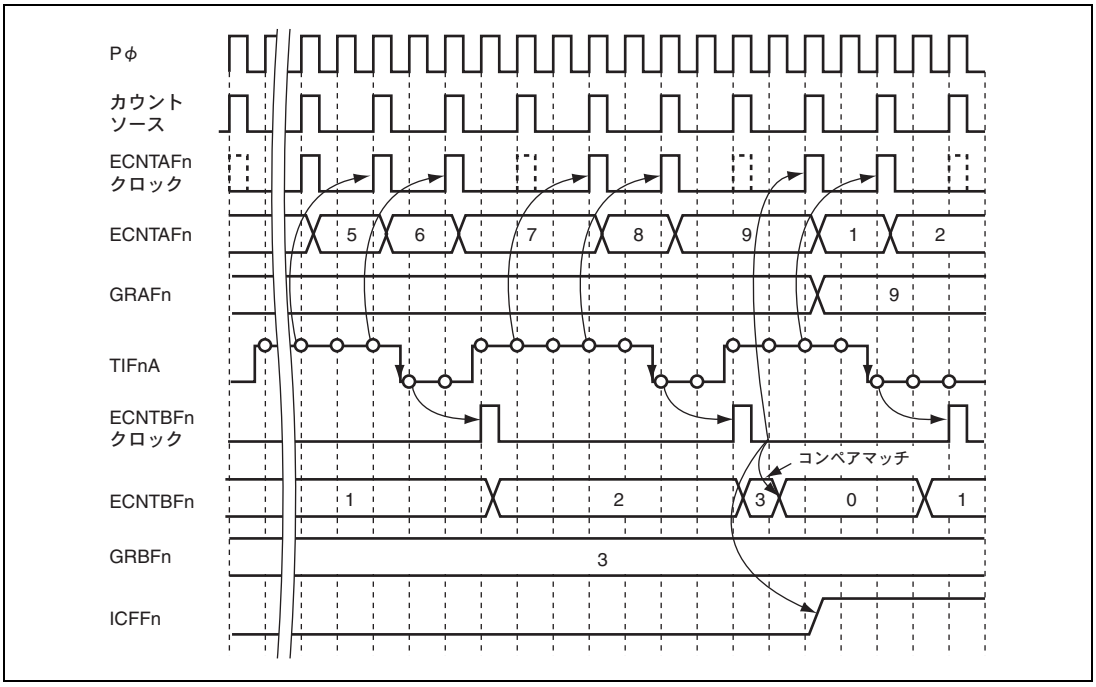

図 12.41　入力ハイレベル期間計測の動作例（キャプチャ動作時に TIFnA がハイレベル）
- ECNTAFn：クロックバス0～5のいずれかをカウントソースとし、TIFnAをイネーブルとしてカウントアップを行います。すなわち、TIFnAにハイレベルが与えられている時間を計測します。ECNTBFnのコンペアマッチの検出後、次のカウントソースクロックに同期してカウント値をクリアします。コンペアマッチによるカウントクリアの際に、TIFnAにハイレベルが与えられていた場合は、カウント値はH'00000100となります。この例を図12.41に示します。